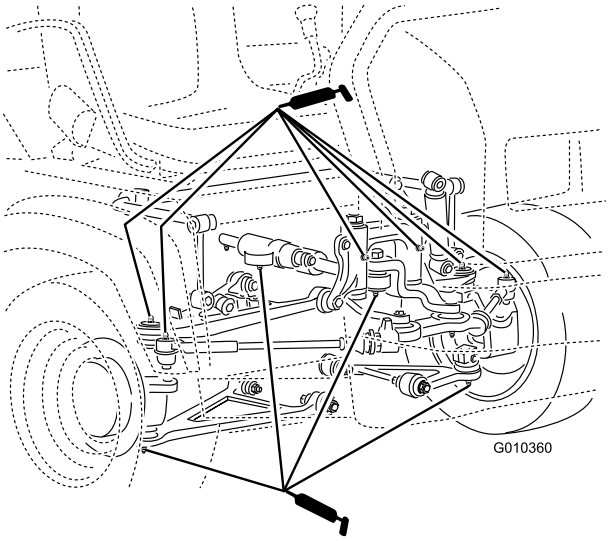

Figur 39
- Kuleledd (4), parallellstag (2), monteringsknekter (2) og styresylinder (2) (Figur 39)